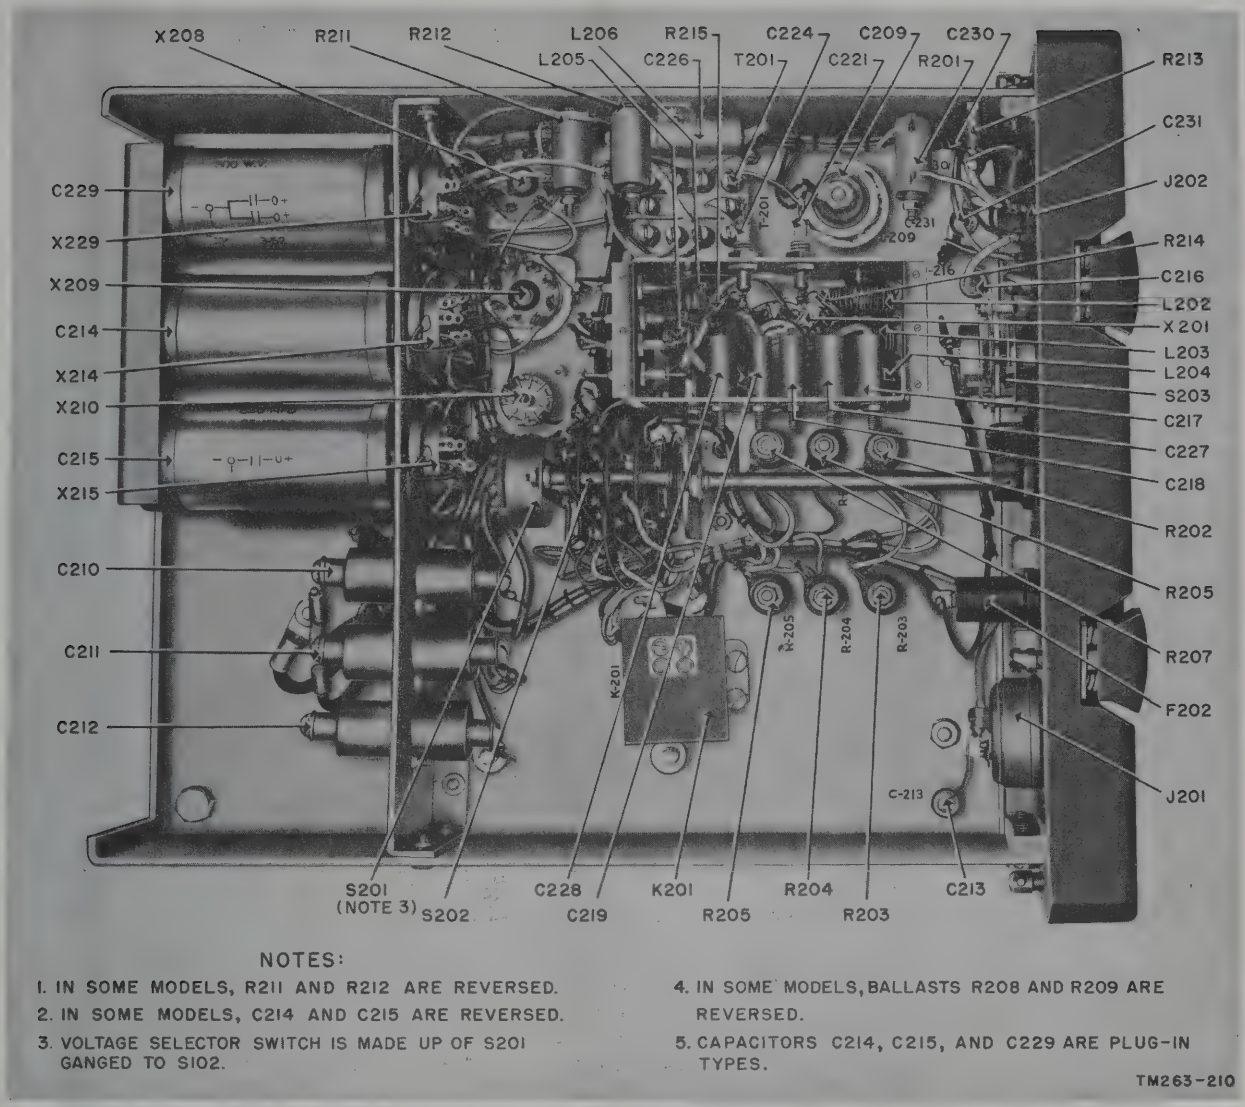
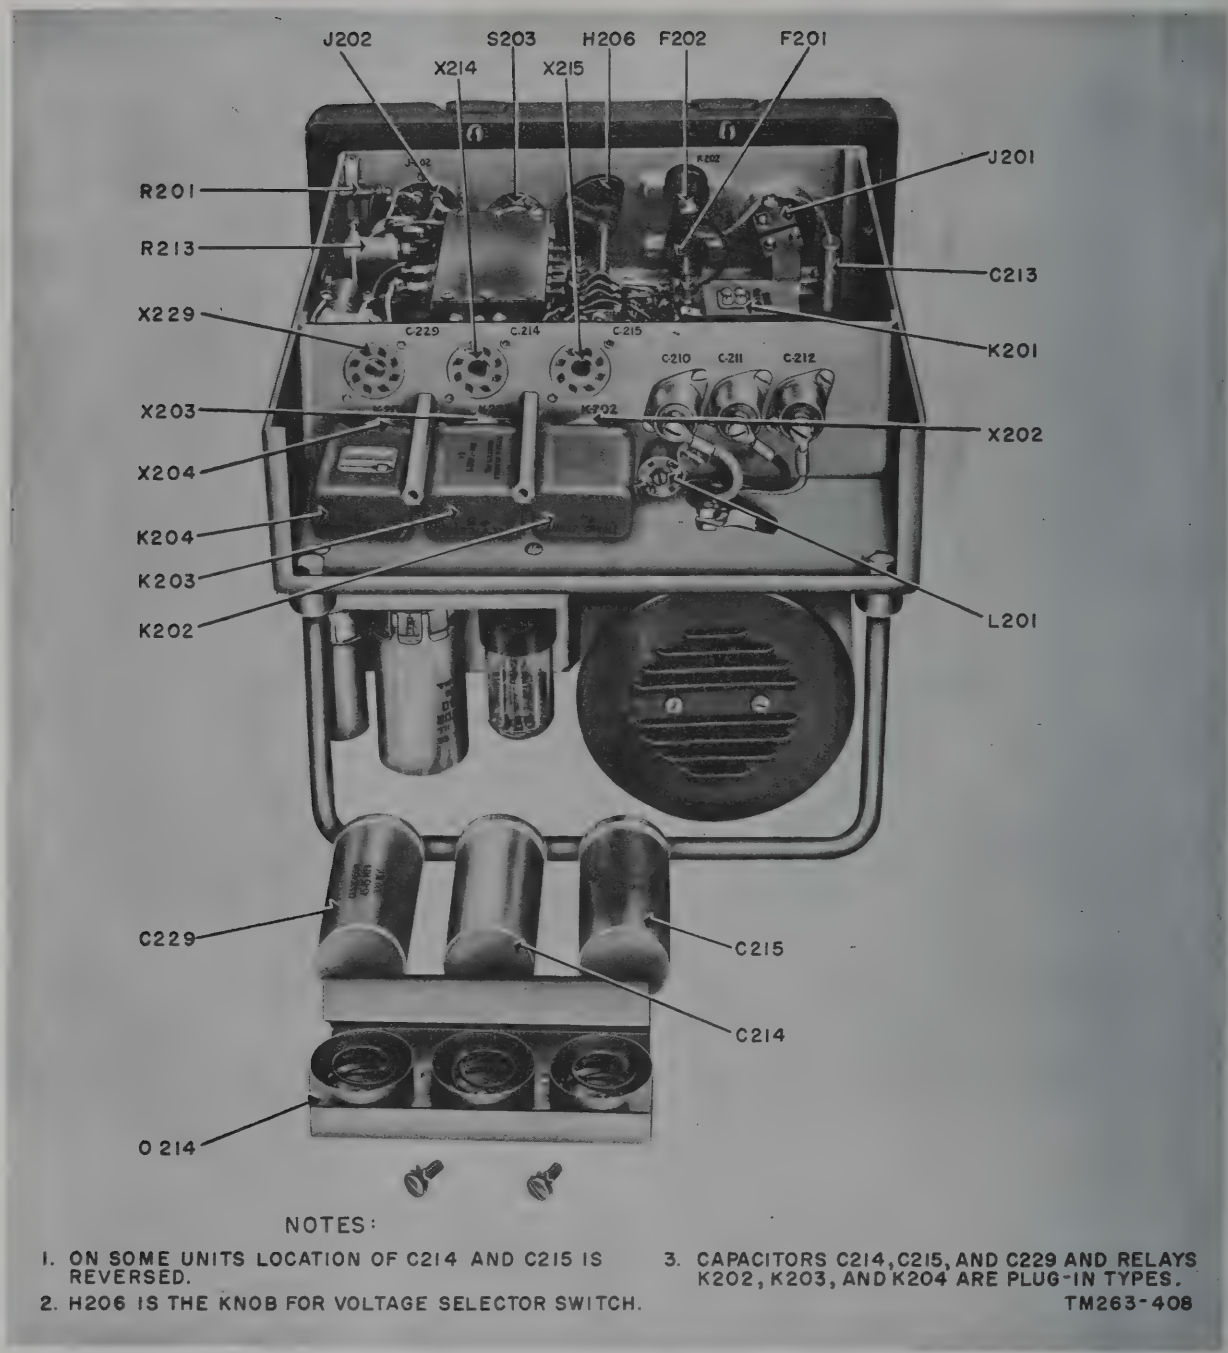

Figure 142. Dynamotor-Power Supply DY–88/GRC–9, bottom view of chassis with filter box cover removed.
Figure 143. Dynamotor-Power Supply DY–88/GRC–9, rear view of chassis showing location of relays.
d. Capacitors C214, C215, and C229 (fig. 142) and relays K202, K203, and K204 (fig. 143) are located on the under side of the chassis, toward the rear of the unit. To reach the capacitors and relays, first remove the two screws holding bracket 0214 to the unit. Re-
To troubleshoot the dynamotor power supply, remove the power supply from the case. Connect the power supply to a radio set known to be good. Set voltage selector switch control H206 (fig. 143) to the proper setting corresponding to the voltage of the battery to be used. Check the DYN. FUSE. Be sure it corresponds to the voltage of the battery to be used (par. 37*b*(6)). Note that the terminals on output receptacle J202 are numbered. Use these terminals to check the output voltage of the dynamotor power supply.
a. General. The filter (fig. 142) located beneath the chassis, houses all the components necessary for rf filtering of the vibrator input and output voltages. The filter box also mounts the vibrator socket which protrudes through the power supply chassis to make the vibrator accessible from above. The filter box is a very compact unit, and it will frequently be more advantageous to replace the filter box in its entirety than to attempt repairs.